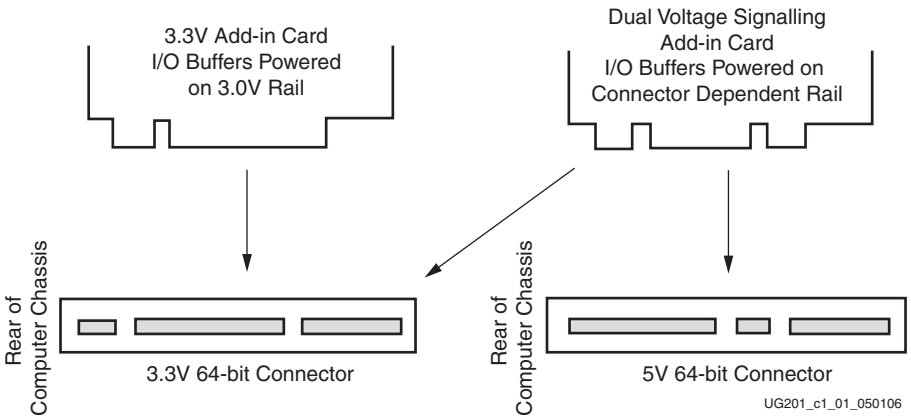

Figure 1-1: **Add-in Card Connectors**
This Virtex-5 FPGA based kit provides a development platform for designing and verifying PCI and PCI-X™ applications utilizing Xilinx LogiCORE™ intellectual property (IP) cores in a 3.3V signaling environment. The ML555 board is intended to plug-in to a 3.3V keyed system board. The ML555 board is not a Universal add-in card nor is it intended to plug into a 5V keyed system board. Figure 1-1 shows how to identify a 3.3V system board slot (left side) from a non-supported 5V system board slot (right side).